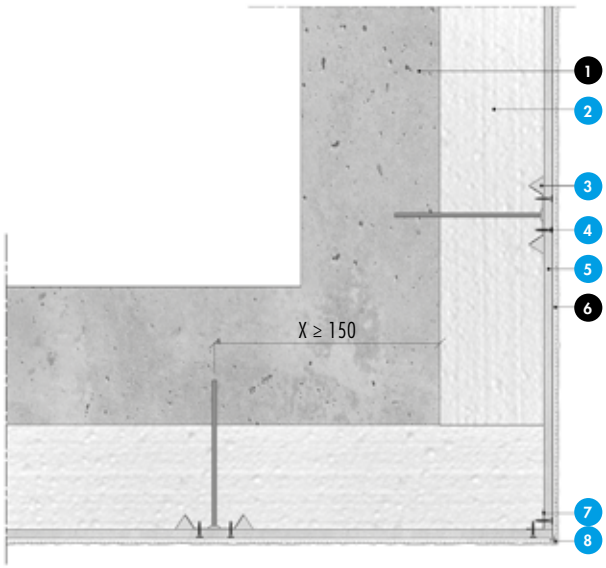

Fig. 4 : Traitement angle sortant
**Nomenclature de la figure 4**